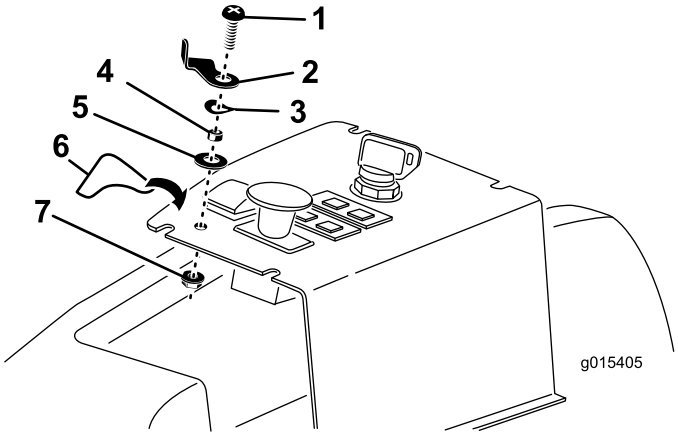

Figur 14
3. Fest løftelåsspaken, avstandsstykket, den bølgete skiven og den flate skiven til panhodeskruen (¼ x 1 tomme), som vist i Figur 14.
4. Sett monteringsskruen for løftelåsspaken i kontrollpanelhullet, og fest den med en låsemutter. Plasser løftelåsspaken som vist i Figur 14.
5. Fest løftelåsspake-merket til kontrollpanelet, som vist i Figur 14.